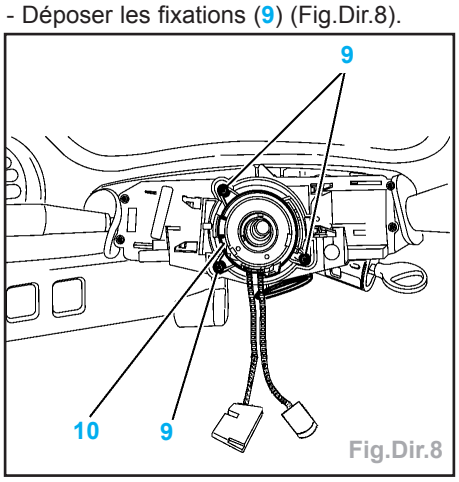

Fig.Dir.8
- Déposer les fixations (9) (Fig.Dir.8).